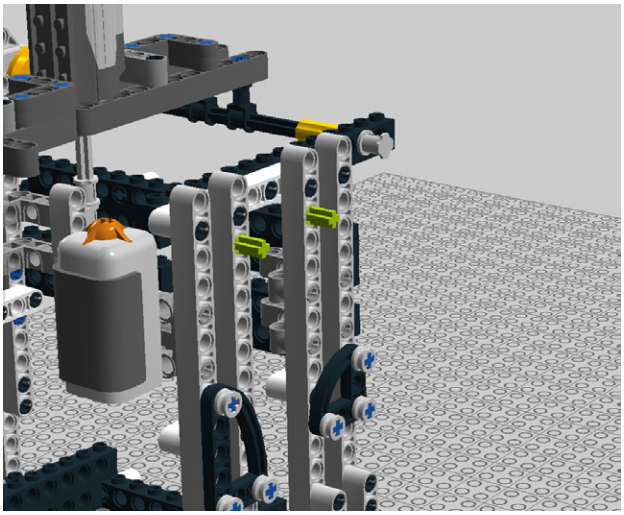

Figure 5-72. *Step 65: Installing the pegs*
65. Add two cross axle pegs. These will hold the syrup dispenser (see Figure 5-72).